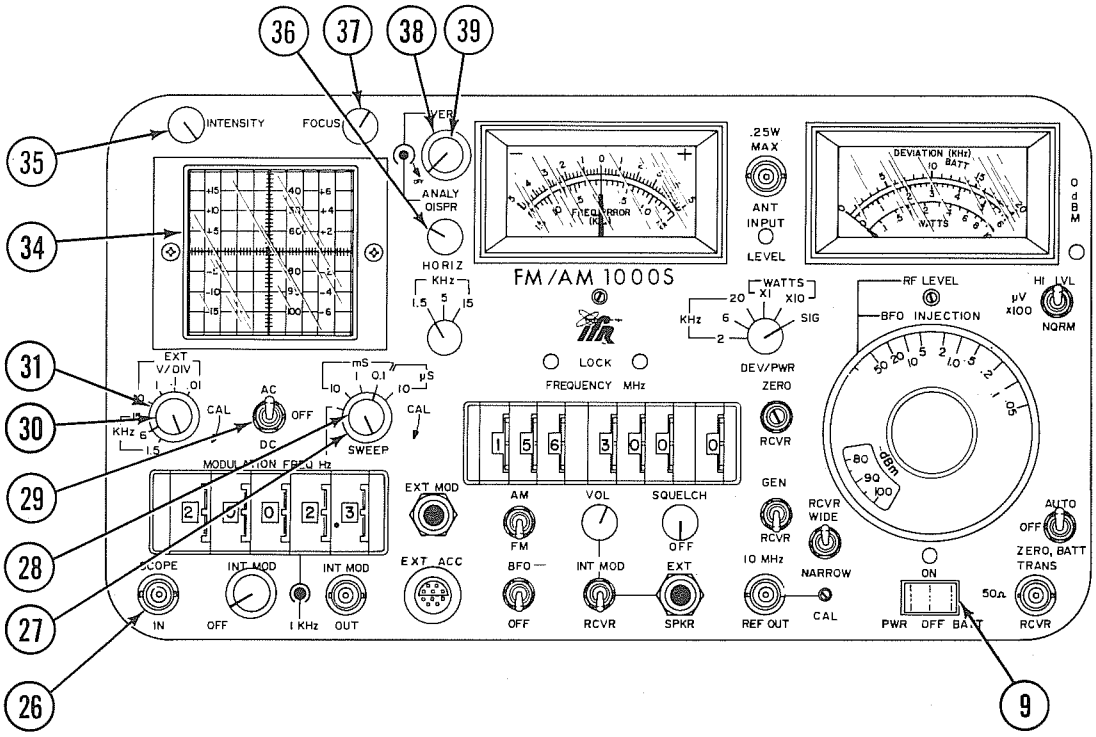

FIGURE 4-1 FM/AM-1000S CONTROLS APPLICABLE TO OSCILLOSCOPE OPERATION
1.	Set FM/AM-1000S controls for general oscilloscope operation as shown in Figure 4-1, page 4-5.
4.	Adjust INTENSITY Control (35) cw and FOCUS Control (37) appropriately to obtain a sharp visible trace display.
1.	Set FM/AM-1000S controls for oscilloscope operation as shown in Figure 4-1, page 4-5.
2.	Place scope AC/OFF/DC Switch (29) to "AC" position.
5.	Adjust INTENSITY Control (35) cw and FOCUS Control (37) appropriately to obtain a sharp visible trace display.